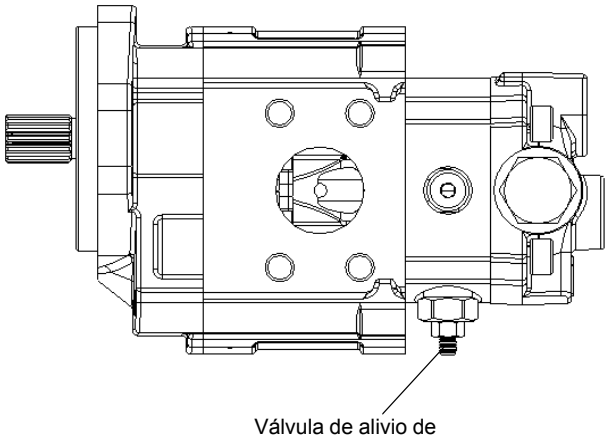

FIGURA 2-19
4. Ajuste la válvula de alivio de caudal prioritario de la bomba (Figura 2-19) hacia dentro para aumentar o